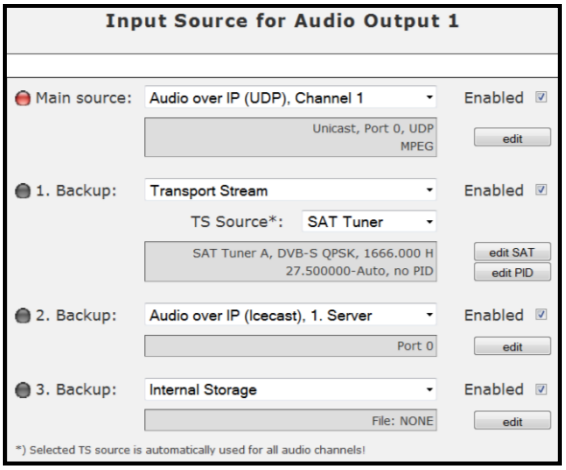

Fig. 21: Example for different backup source settings.
1. Different sources (see Fig. 21):
For example, "Audio over IP (UDP)" is chosen as the main source for Audio Output 1 and the Tuner Transport Stream is used as the first backup source. If even the tuner input does fail, an Icecast server and the internal storage are configured as additional backups. It is possible to temporarily disable a chosen input source without the need to alter the source order; when e.g. disabling the main source in the above example (Fig. 21), the FlexDSR02+/04+ will immediately switch to the backup source so that you are able to check the corresponding settings.